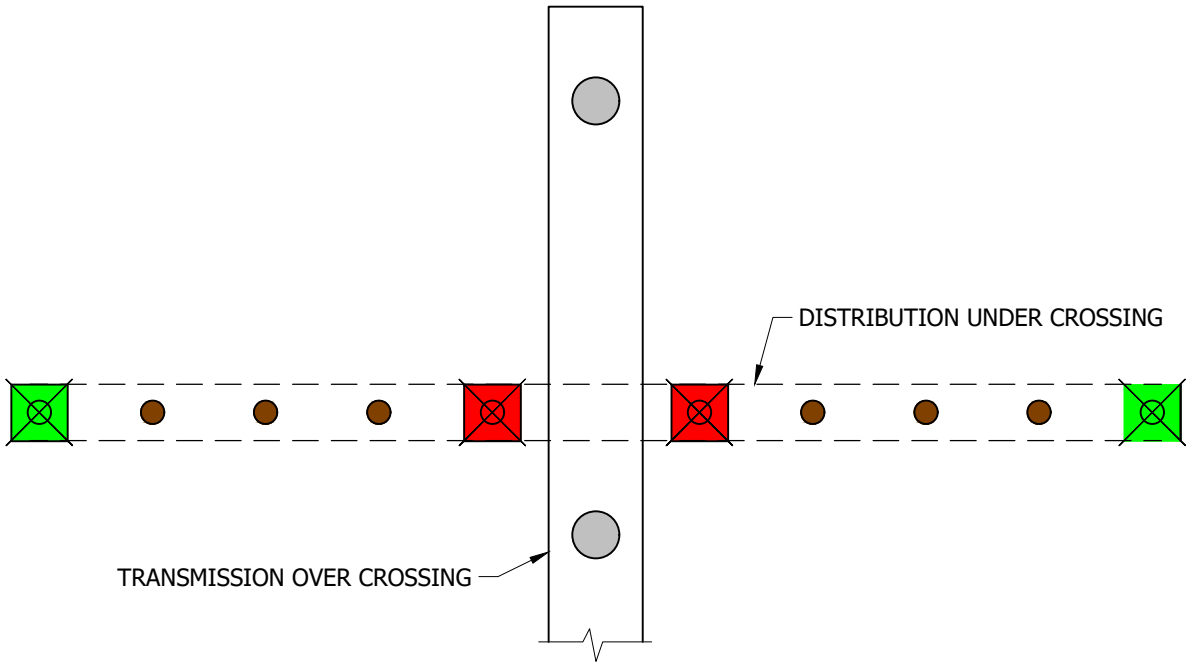

FIGURE 3
A. CROSSING MARKERS TO BE PLACED ON POLE TOP. A WARNING (RED) CROSSING MARKER SHALL BE PLACED ONE SPAN LENGTH AWAY FROM WHERE A CIRCUIT/TL CROSSES OVER THE TOP OF ANOTHER CIRCUIT/TL AN INDICATION (GREEN) CROSSING MARKER SHALL PRECEDE A WARNING CROSSING MARKER BY FOUR SPANS. SEE FIGURE 3.